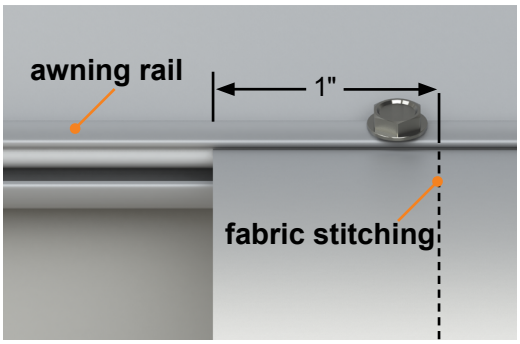

Fig.8
3. Install the screw down through the awning rail into the fabric and the polycord **(Fig.8)**.